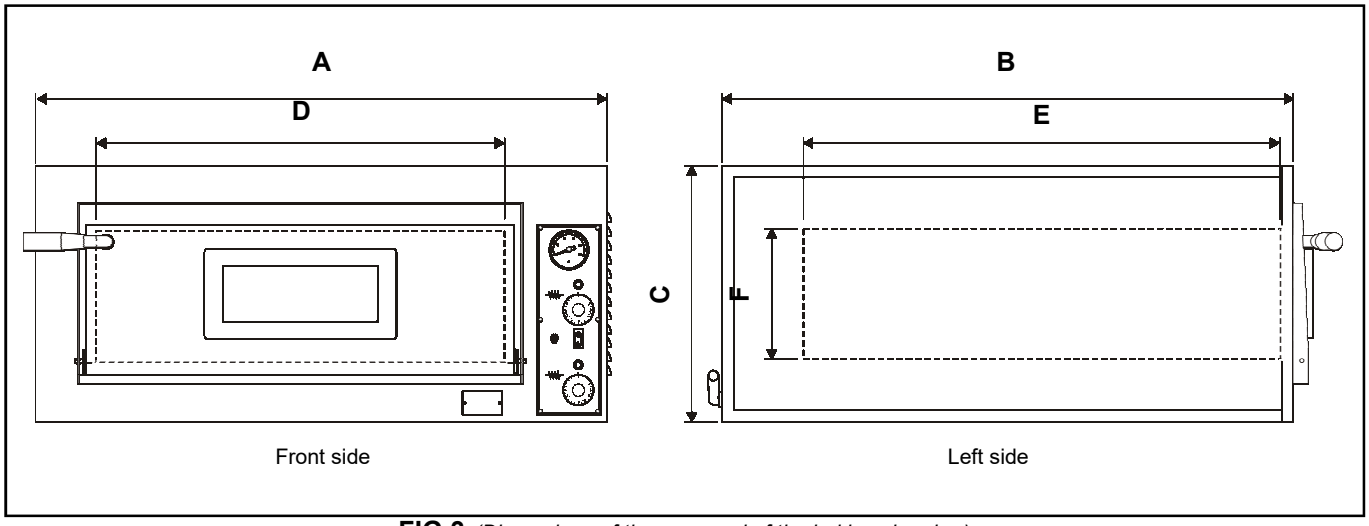

FIG.3 *(Dimensions of the oven and of the baking chamber)*
FIG. 3 and TAB. 1, in the related views, give the overall dimensions of the oven and of the baking chamber.
5) Open the oven door **(FIG. 3-Ref. 3)** manually using the suitable handles **(FIG. 3-Ref. 1);**